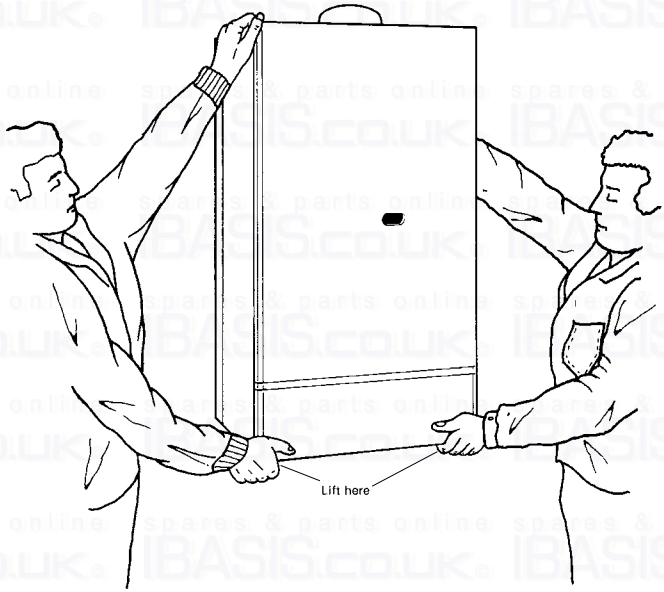

Fig. 10
5.3 Lift boiler as shown in fig. 10 onto the top studs and fit supplied nuts and washers hand tight.